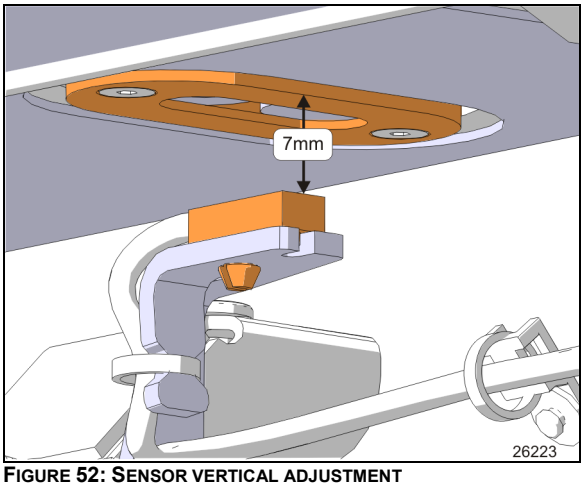
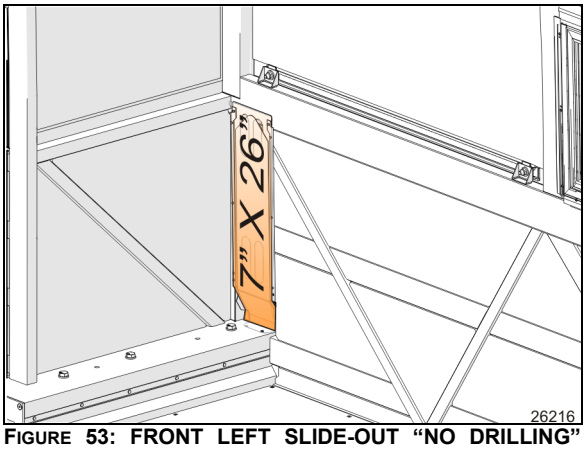

FIGURE 52: SENSOR VERTICAL ADJUSTMENT
FIGURE 53: FRONT LEFT SLIDE-OUT “NO DRILLING” ZONE
3. Bring slowly the sensor toward the outside of the vehicle until the LED turns on. When it does, move it 0.079” (2mm) further in the same direction. Adjust vertically to 7mm from magnet support face (Figure 52). Tighten the mounting bracket screws.
3. Bring slowly the sensor toward the outside of the vehicle until the led turns on. When it does, move it 0.079” (2mm) further in the same direction and adjust vertically to 7mm from magnet support face (Figure 52). Tighten the mounting bracket screws.
No drilling is allowed in the zones identified by Figure 52, and Figure 53. *This applies on both sides of the slide-out room.*